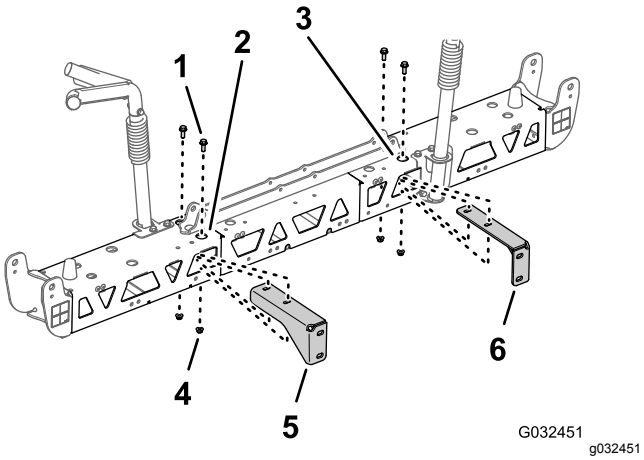

Figur 78
2. Rikta in hålen i det högra stödfästet mot hålen i den högra fackverksramen enligt Figur 78.
3. Montera höger stödfäste på den högra fackverksramen (Figur 78) med de två flänsskruvar (3/8 x 1 tum) och två flänslåsmuttrar (3/8 tum) som du tog bort i steg 2 och 3 i Ta bort stödfästena från centersprutrampssektionen (sida 32).
4. Upprepa steg 2 och 3 för vänster stödfäste vid vänster fackverksram (Figur 78).